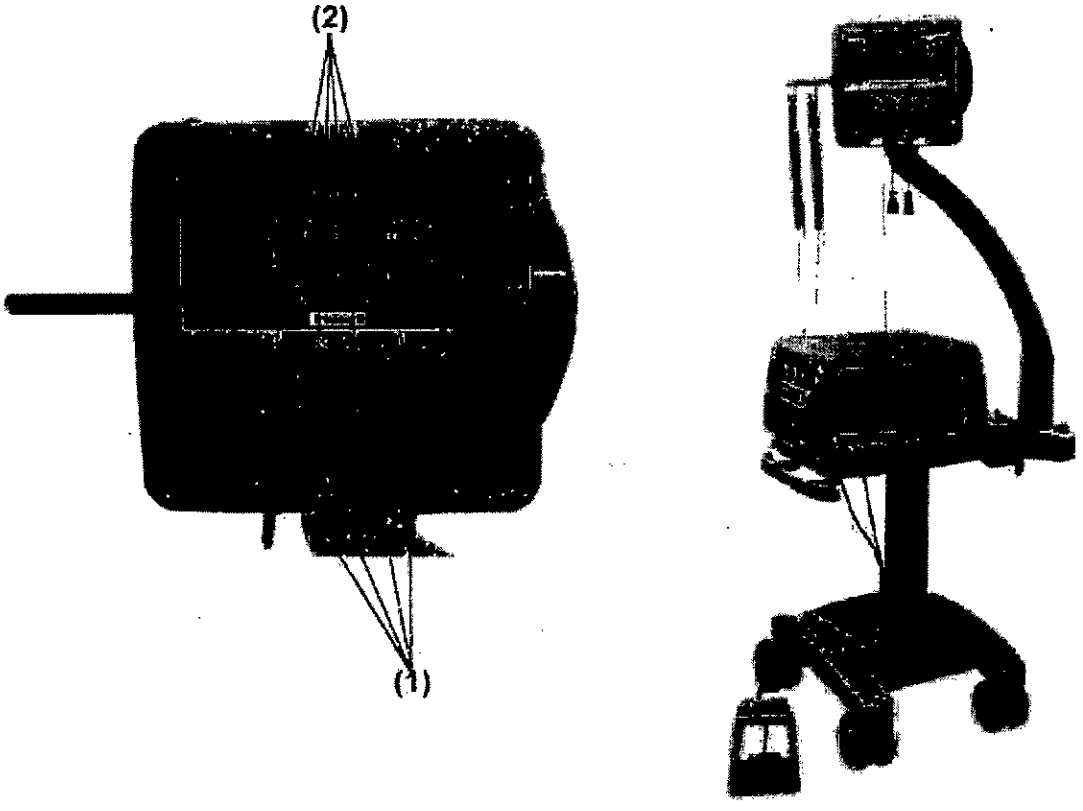

Fig. 3.4.3.b
✓ inserte el conector para identificación de fibras en el conector de salida apropiado del sistema - (2) en la Fig. 3.4.3.b -. Estos conectores permiten que el sistema reconozca automáticamente las fibras; el sistema no puede funcionar si las fibras no están conectadas correctamente;